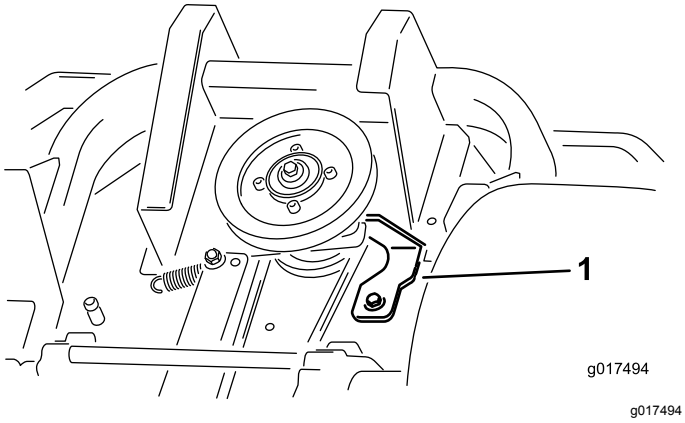

図 63
5. クラッチストップを取り外す図 63。
9. クラッチストップを取り付ける図 63。